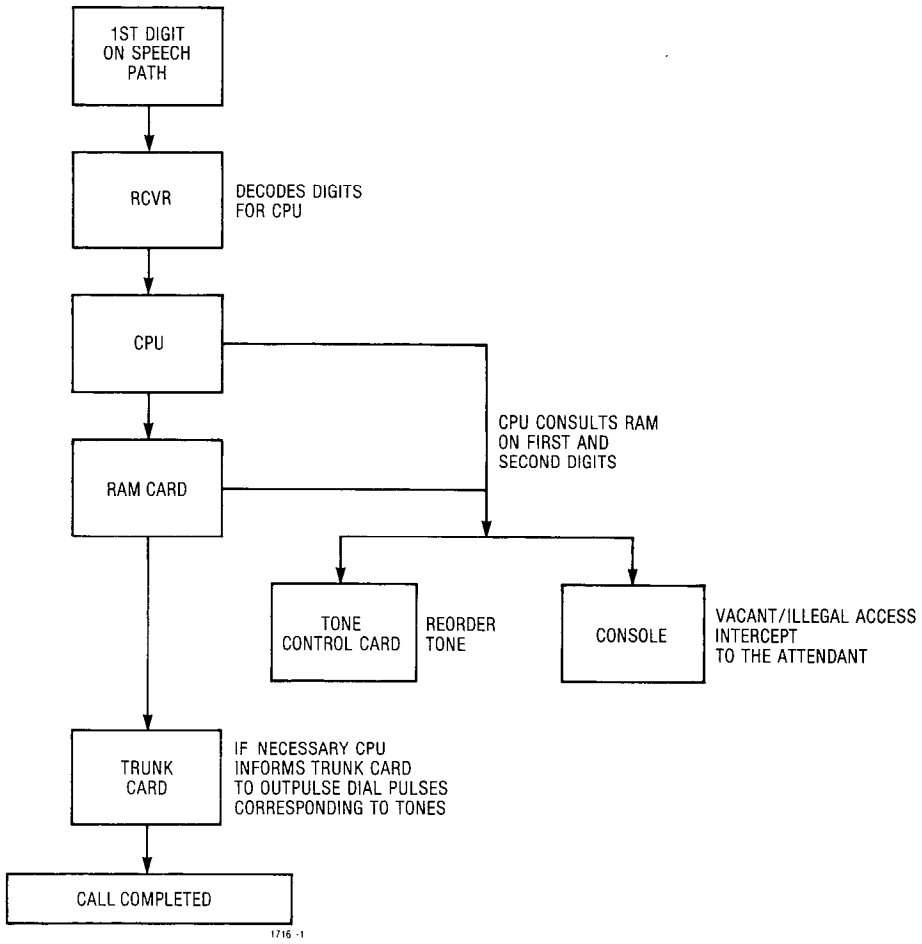

Fig. 5-4 Outside Call 0 and 1 Dialling Restriction
5.06 If the call is an outside call (Fig. 5-4) with digits, 0, 1, #, or * dialing restriction the extension must be assigned a speech path (paragraph 5.02). The CPU will then locate a free trunk corresponding to the access code dialed (see Section MITL9105/9110-98-205). If there is not a free trunk the CPU will connect busy tone (from the Tone Control card) to the speech path. The receiver will decode the first and second digit dialed into the trunk if System Option 155 (First Digit Toll Deny) is selected only the first digit is monitored on the trunk. The CPU will then decide if the digit that has been decoded is a 0, 1, #, or * . If it is, then reorder tone (from the Tone Control card) will be supplied to the speech path that the extension is assigned to and the trunk will be released. If the second digit is something other than a 0, 1, # or * the call will be allowed. The receiver will be dropped at this point if tone to pulse conversion is not required (see 5.03).